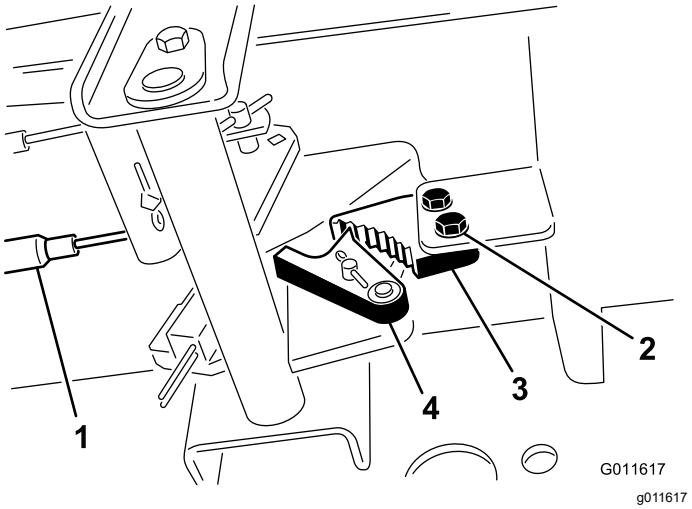

Figur 145
2. Løsn de to skruer, der fastholder parkeringsbremsepedalen på stellet (Figur 145).
3. Tryk parkeringsbremsepedalen frem, indtil parkeringsbremselåsen kobler helt ind på bremsepedalen (Figur 145).